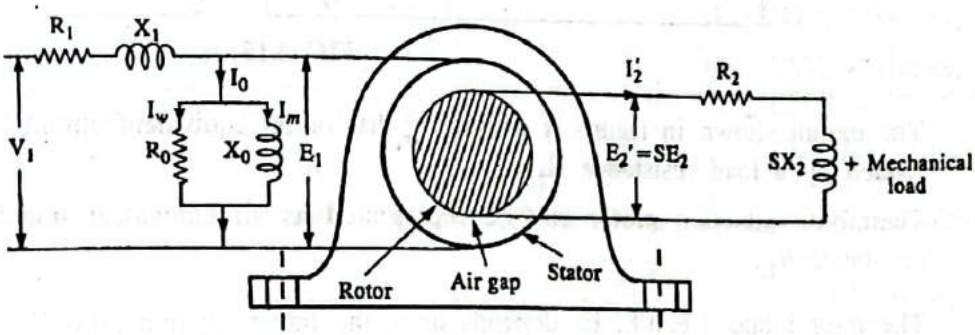

**FIG. 4.14 : EQUIVALENT CIRCUIT OF 3-PHASE INDUCTION MOTOR**
- The equivalent circuit of 3-phase induction motor is shown in Fig. 4.14, where $V_1$ is the applied voltage per phase. $R_1$ and $X_1$ are stator resistance and leakage reactance per phase respectively.